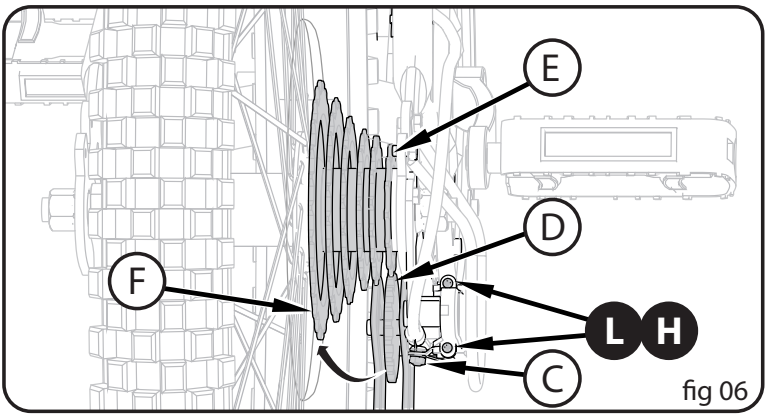

fig 06
- Gire el tornillo de ajuste "alto" H para que el rodillo jockey D esté alineado con el borde exterior del piñón trasero más pequeño E (**fig. 06**).
- Cambie la cadena al piñón trasero más grande (F).
- Gire el tornillo de ajuste "bajo" (L) de modo que el rodillo jockey esté exactamente debajo del piñón trasero más grande (**fig. 06**).